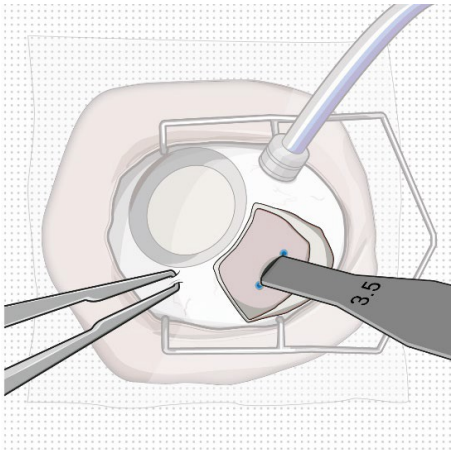

Figure 30
- Confirm the length of the incision by using the largest width of the 3.5 mm incision gauge (Figure 30).
- If the incision is over 3.5 mm, as indicated by a loose fit/side to side motion of 3.5 mm gauge, place a suture through the wound opposite the relaxing incision to reduce the incision down to 3.5 mm, and bury the knot. After suturing, confirm the incision length is 3.5 mm (Figure 30).